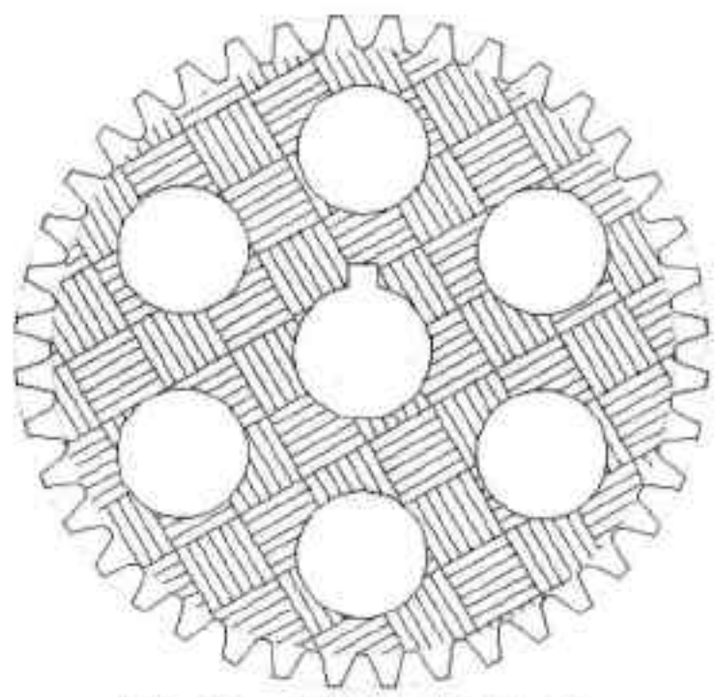

图6-64 设置图案填充角度
Step 04 选择要填充的图形，执行“特性 > 图案填充角度”命令，输入所需角度，则可更改图案填充角度，如图 6-64 所示。